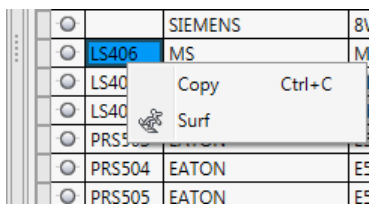

Figure 2-76 *Shortcut menu displayed*
2. Scroll down in the **PROJECT MANAGER** and select **LS406** from the **Tag** column. Next, right-click on it; a shortcut menu is displayed, as shown in Figure 2-76.